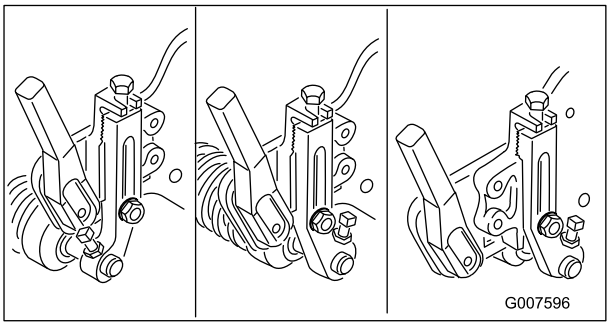

**Figur 54**
**Obs:** Den främre valsen kan sättas i tre olika lägen (Figur 54), beroende på användarens användning och behov.